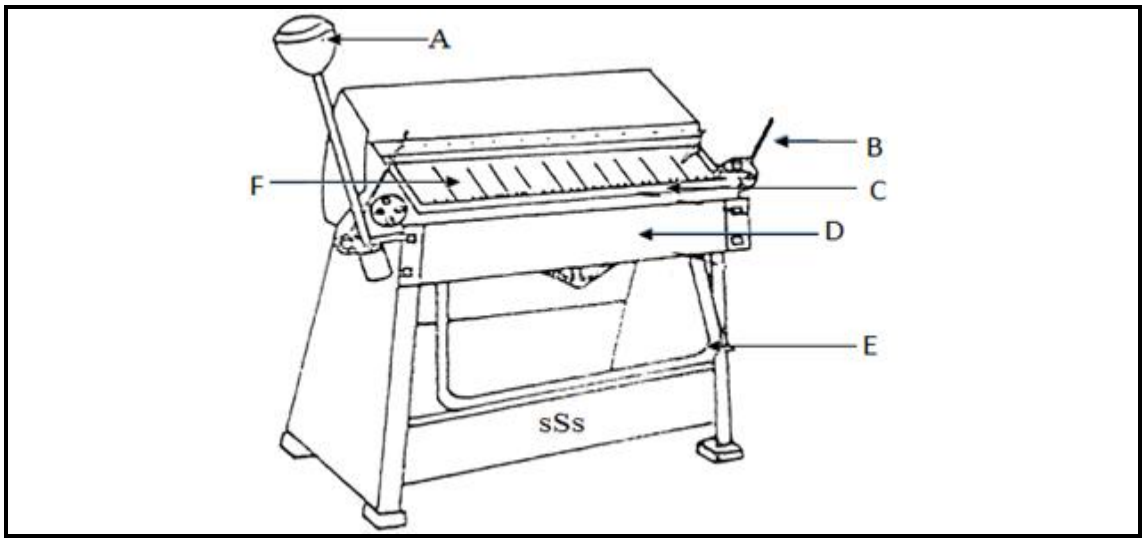

FIGURE 1
1.1 FIGURE 1 shows a box and pan folder. Name the parts indicated by writing only the answer next to the letter (A–F) in the ANSWER BOOK.